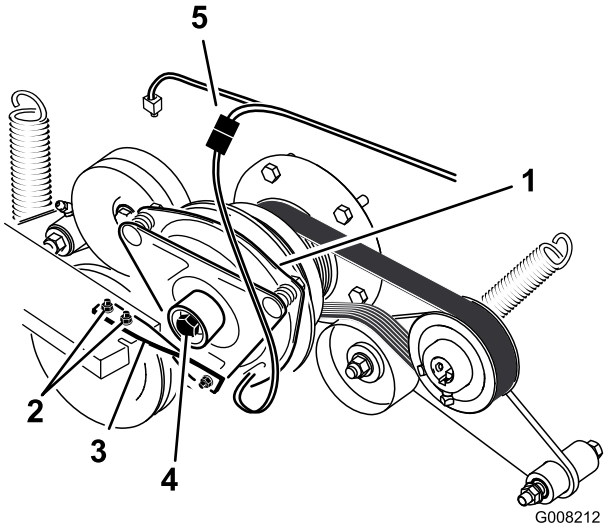

Figuur 58
6. Maak de stekker voor de elektrische aansluiting van de koppeling los (Figuur 58).
7. Verwijder de 2 bouten waarmee de rubberen band van de koppeling is bevestigd aan het frame van de maaier (Figuur 58).
8. Verwijder de middelste bout waarmee de koppeling is bevestigd aan de uitgaande as van de motor en verwijder de koppeling en de spie (Figuur 58).
15. Houd de krukas op de achterkant van de machine, monteer de middelste bout en zet deze vast met een torsie van 68 Nm (Figuur 58).
16. Monteer de rubberen band van de koppeling op het frame van de maaier met de 2 bouten en moeren die u eerder hebt verwijderd (Figuur 58).
18. Sluit de stekker voor de elektrische aansluiting van de koppeling aan (Figuur 58).